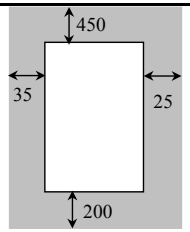

Fig. 5.1 All dimensions in mm / все размеры указаны в мм
- To allow maintenance procedures it is necessary to leave the minimum gaps indicated in Fig. 5.1.